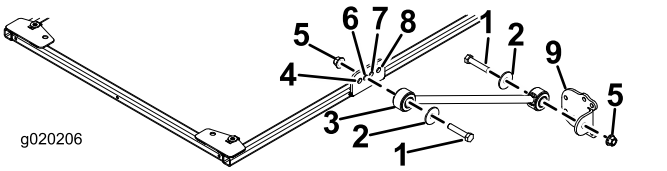

Figur 21
- Fäst ett stag löst på båda sidorna om solskärmsramen i stagen till fästenas**andra hål** för modellerna 30446, 30446N, 30447 och 30447N med en skruv (½ × 2½"), en bricka (½") och en flänsmutter (½") enligt Figur 21.